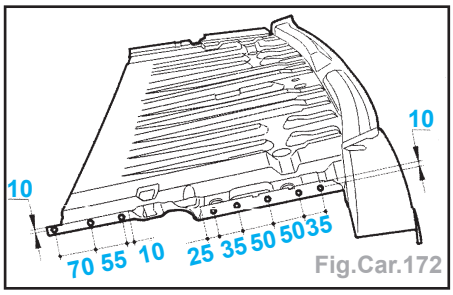

Fig.Car.172
- Tracer puis percer à Ø 6,5 mm pour soudage ultérieur par points bouchons (Fig.Car.172 et 173).